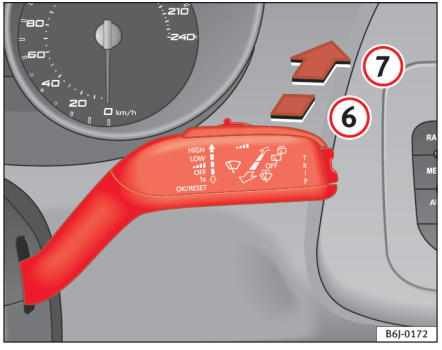

Fig. 61 Betjeningsarm til viskere og sprinklere: bagrudevisker
– Tryk armen fremad i hak (6) ⇒ fig. 61. Viskeren kører ca. hvert 6. sek.
– Tryk armen helt fremad i position (7) ⇒ fig. 61. Sprinkleranlægget og viskeren arbejder samtidig. Når du holder armen i denne position, er både bagrudeviskeren og sprinkleranlægget i gang.